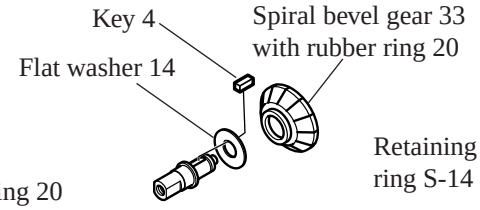

Fig. 9
2) Assemble flat washer 14, key 4 and the above spiral bevel gear 33 to spindle. See Fig. 9.